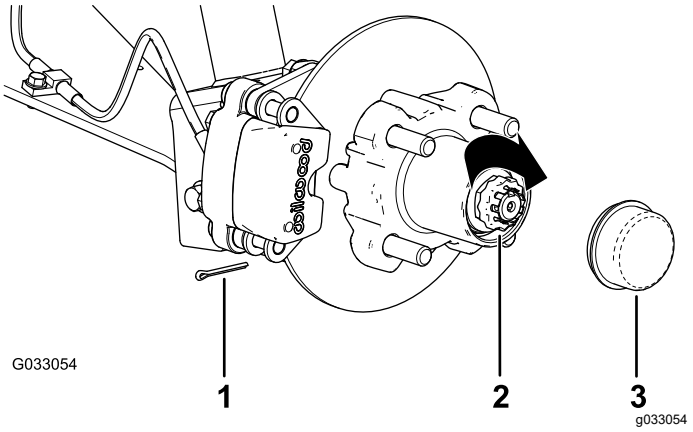

Figur 29
8. Monter holderen over møtrikken og kontroller justeringen af rillen i holderen og hullet i spindlen til låseclipsen (Figur 29).
9. Monter låseclipsen og bøj hvert ben omkring holderen (Figur 29).
10. Monter støvhætten på navet (Figur 29).